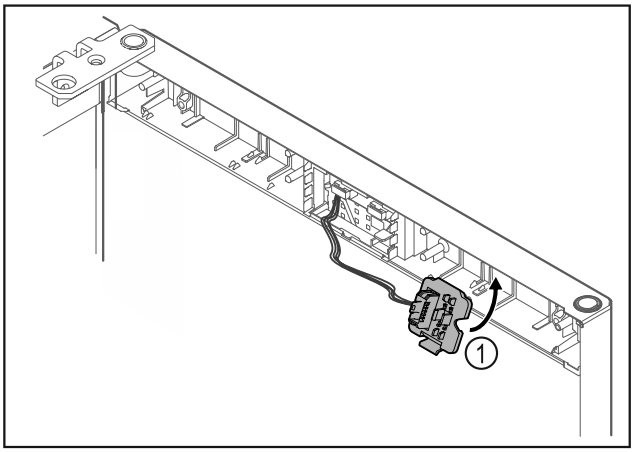

Fig. 14
▶ Fixați în poziție suportul fișei *Fig. 14 (1)* pe partea opusă.*